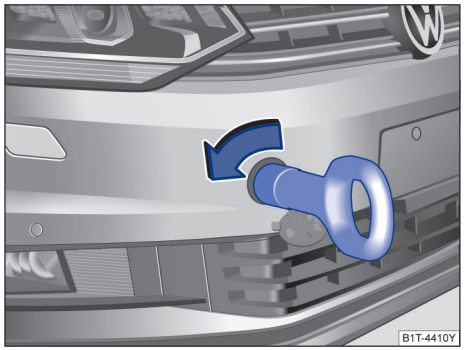

图 225 在保险杠的右前部：安装牵引环
- 将牵引环朝箭头方向拧入螺纹孔内，直到限位位置 →图 225。